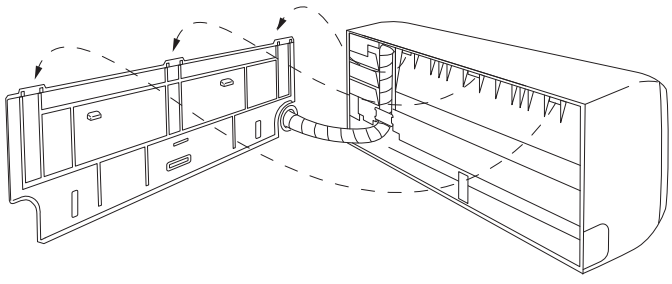

Fig. 3-25
(2) Spingere i cavi, i tubi del refrigerante e il tubo di scarico nel foro ricavato nella parete. Sistemare bene l'unità interna sul pannello posteriore. (Fig. 3-25)
(3) Se necessario piegare con cautela i tubi facendoli aderire alla parete verso l'unità esterna, avvolgendoli quindi con del nastro sino agli elementi di fissaggio. Il tubo di scarico deve scendere direttamente dalla parete in un punto dove lo scolo dell'acqua non la macchi.